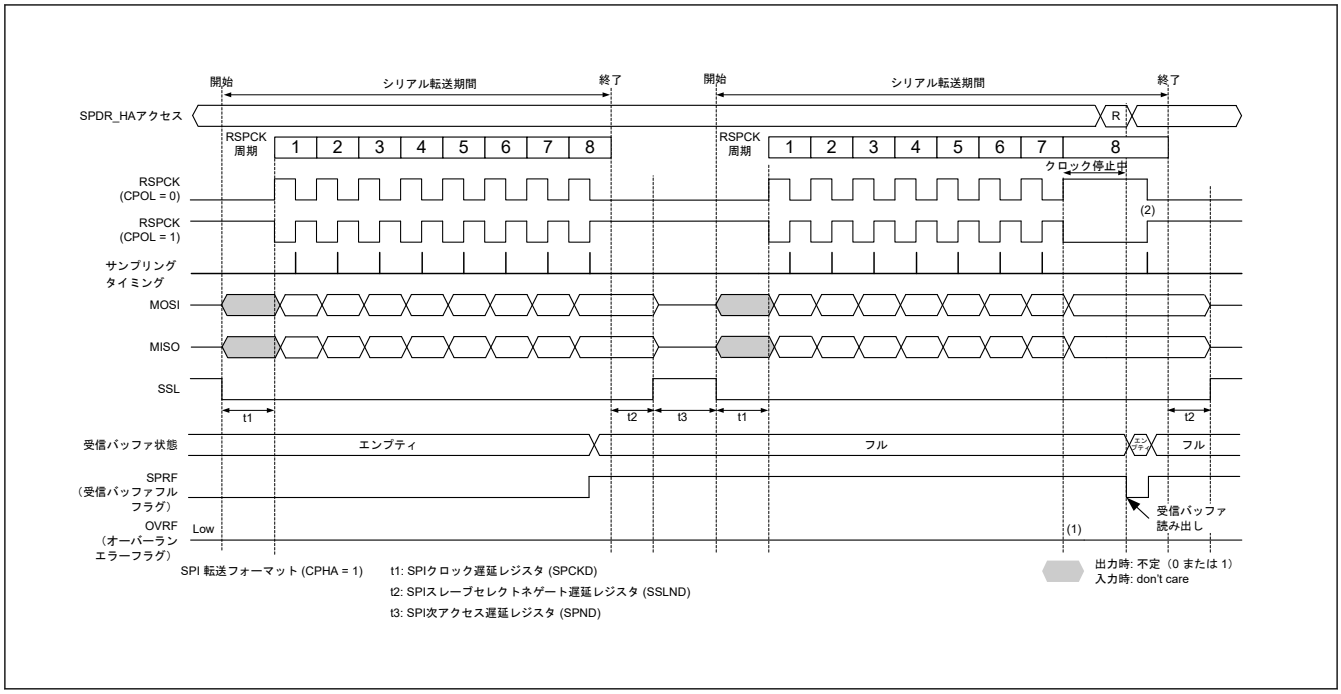
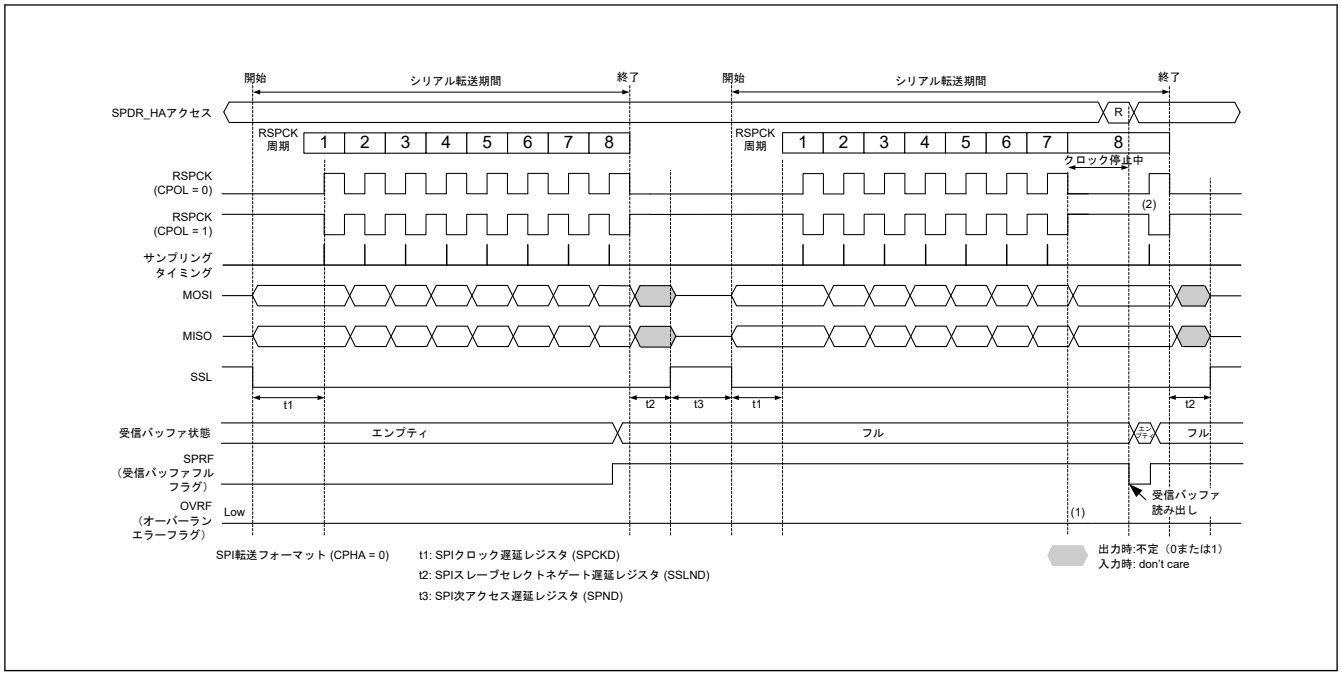

図 30.38 マスタモードの受信バッファフル状態でシリアル転送が継続するときのクロック停止波形 (SPCMDm.CPHA = 1)
図 30.39　マスタモードの受信バッファフル状態でシリアル転送が継続するときのクロック停止波形 (SPCMDm.CPHA = 0)
マスタモードで RSPCK 自動停止機能を有効 (SPCR2.SCKASE = 1) にした場合は、オーバーランエラーが発生しません。図 30.38、図 30.39 にマスタモードの受信バッファフル状態でシリアル転送が継続するときのクロック停止波形を示します。
以下に、図 30.38 および図 30.39 の (1)、(2) に示したタイミングでのフラグ動作を説明します。